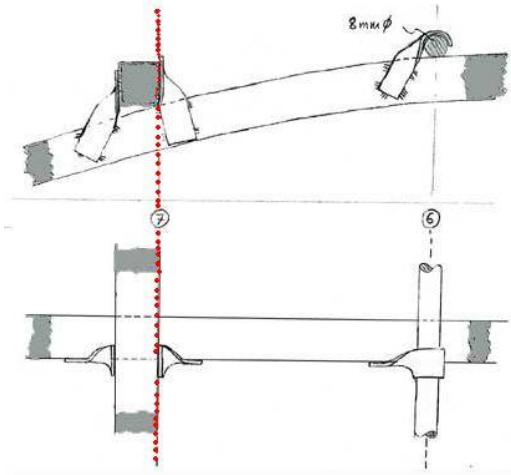

Fig. 38: formes et position des FCcbs
6. Tordre les FCcbs comme sur la Fig.38
9. Sur le point d'attache CB7, utiliser une barre carrée de 12x12mm et souder les FCcbs correspondants comme présenté en figure 38.